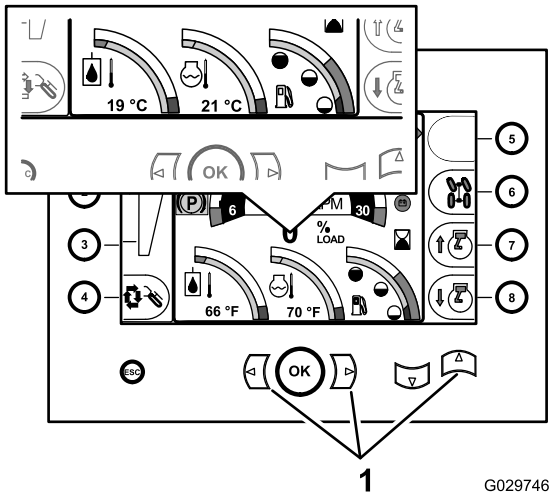

Figure 32
1. Affichez l'écran d'accueil du centre de commande (Figure 32).
2. Appuyez sur les boutons vers la gauche+la droite+le haut (Figure 32).